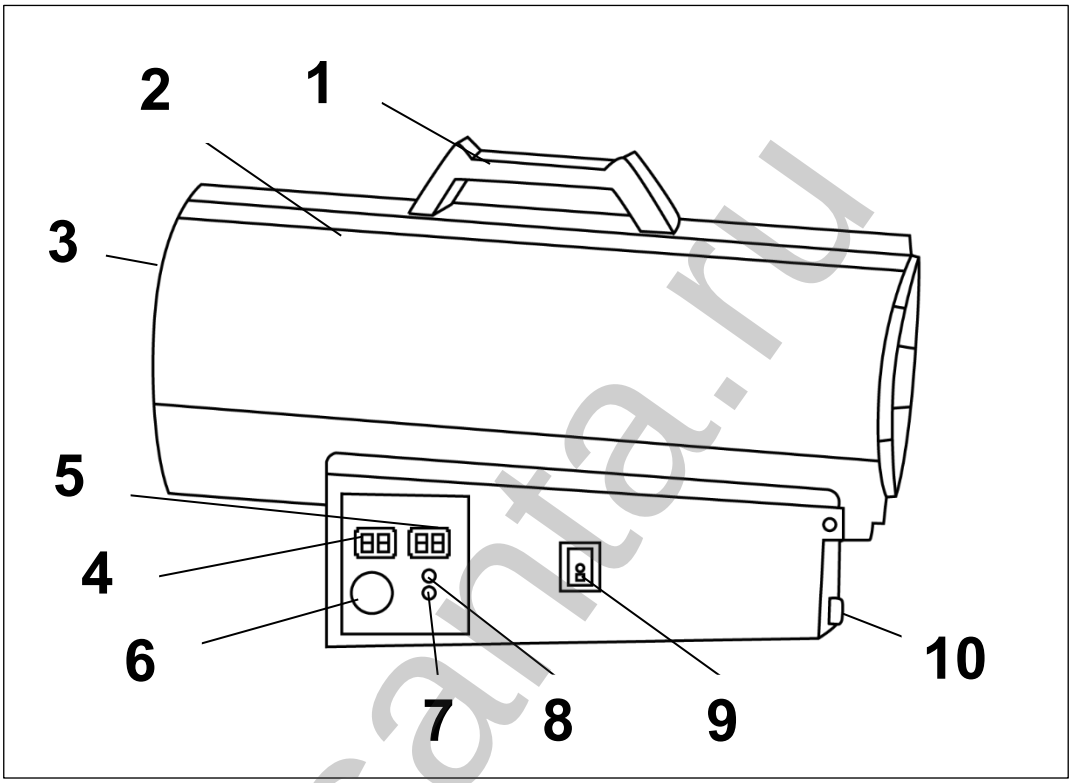

Рис. 2. Общий вид моделей с цифровым термостатом
1. Переведите выключатель в положение (I) и убедитесь, что вентилятор работает. На цифровом дисплее 2 (Рис.2), отобразится температура окружающего воздуха.
2. Для работы в режиме обогрева включите подачу газа и переведите выключатель в положение (II) (Рис.2). На дисплее 1 (Рис.2) отобразится установленная температура, на дисплее 2 (Рис.2) отобразится температура окружающего воздуха. Поджиг произойдет автоматически, когда установленная температура будет выше температуры окружающего воздуха. Температура регулируется при помощи ручки термостата 6 (Рис.2).
3. Если пламя загорается, но через несколько секунд пушка блокируется и нагреватель выключается, то загорится светодиодный индикатор 8 (Рис.2) над кнопкой перезагрузка 7(Рис.2). Подождите одну минуту, затем разблокируйте пушку нажатием кнопки перезагрузка и повторите операцию запуска.
4. Светодиодный индикатор 8 (Рис.2), так же включатся при недостаточном уровне газа в баллоне. Замените газовый баллон при недостаточном уровне газа, затем разблокируйте пушку нажатием кнопки перезагрузка и повторите операцию запуска.